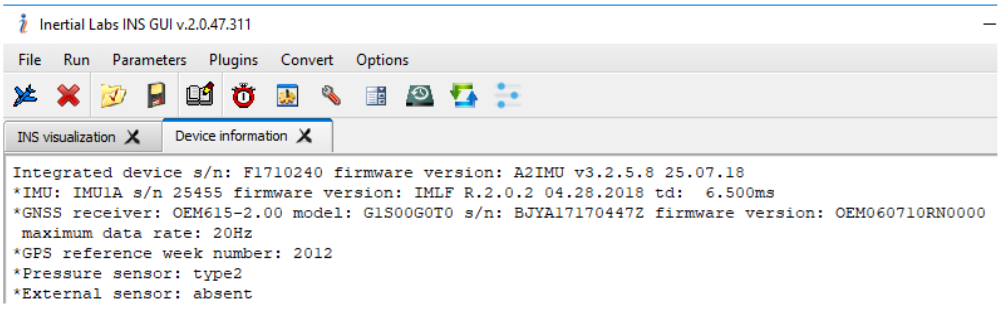

**Fig. 5.9.**
- **Device Information** – opens tab with the INS main information: integrated device serial number and firmware version; IMU serial number and firmware version; parameters of GNSS receiver; GPS reference week number; pressure sensor type; availability of the external sensor (see Fig. 5.9).